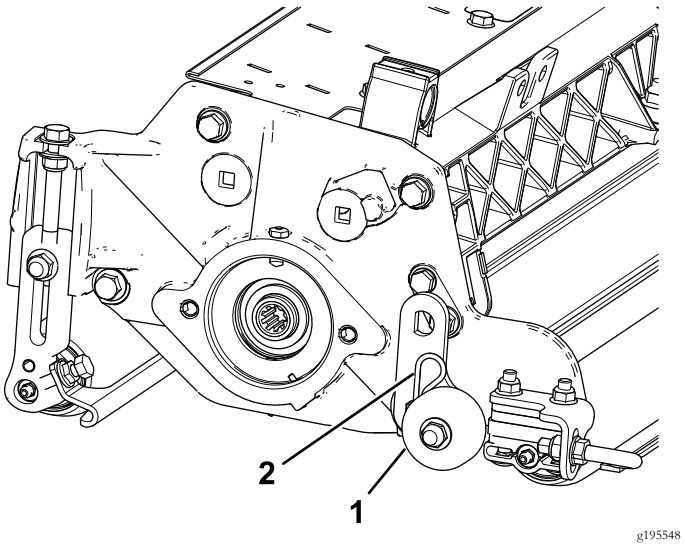

Figura 4
2. Con una coppiglia fissate la staffa delle ruote di trasferimento a ogni cavallotto delle piastre laterali (Figura 4).